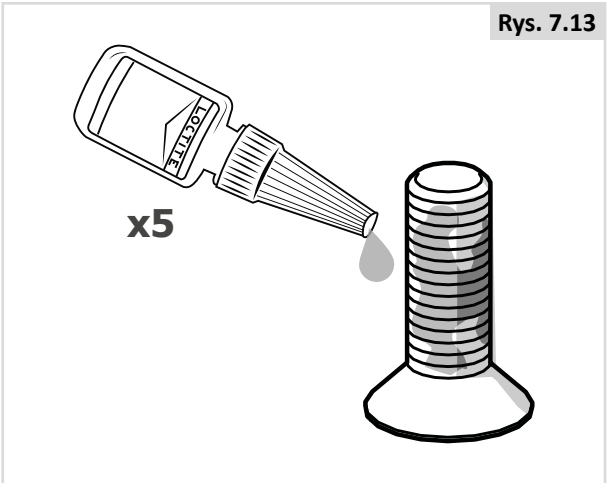

Rys. 7.13
8. Nałożyć klej Loctite 222 (lub jego odpowiednik) na śruby (Rys. 7.13).